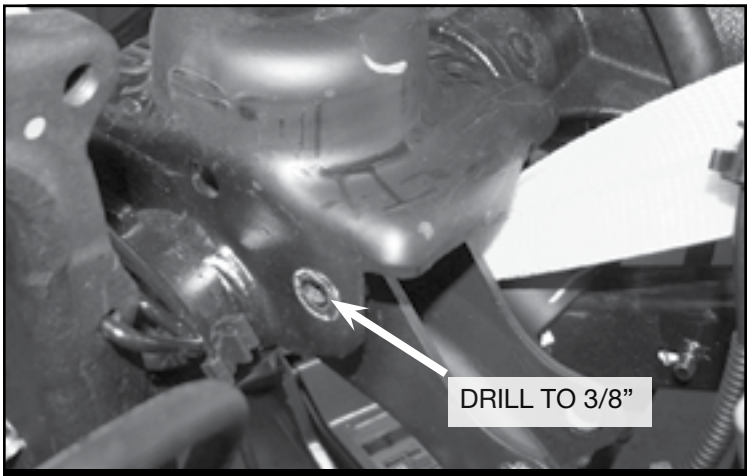

FIGURE 18 - STEP 16
16. Locate the hole on the lower coil mount where the factory brake line bracket mounts. Drill out the hole and the brake line bracket removed in step 3 to 3/8”. Repeat on passenger side. **SEE FIGURE 18**